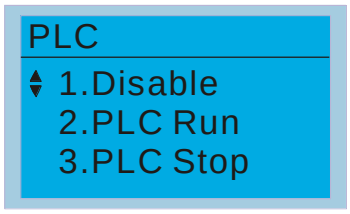

Figure 16-5
PLC functions are as shown in Figure 16-5 on the left; select item 2. PLC Run to enable the PLC functions.